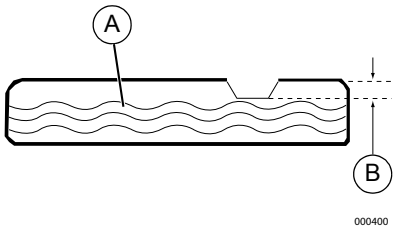

Figure 2-10. Add Recommended Fuel
4. Slowly add recommended fuel (A). Do not overfill (B). See ***Figure 2-10***.